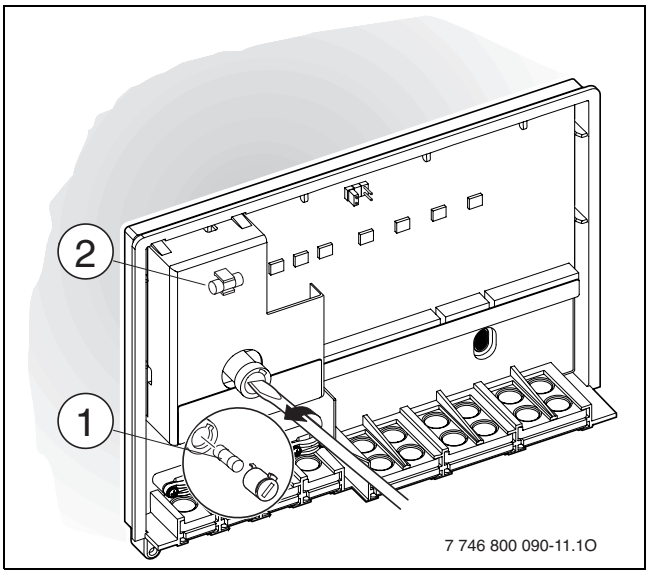

Fig. 10 Remplacement du fusible
- Remplacer le fusible (→ fig. 10, [1]) par un autre du même type (5 AF, céramique, rempli de sable). Un fusible de rechange [2] se trouve sur le couvercle du module ICM.